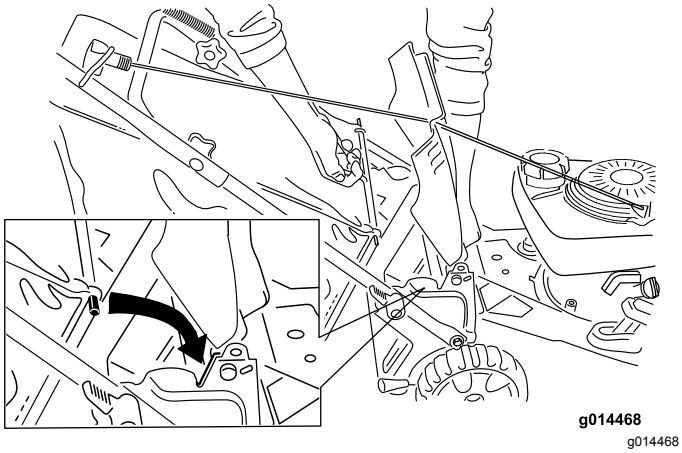

Bild 17
2. Halten Sie das Heckablenkblech hoch, setzen Sie den Fangkorb in die Kerben ein und senken das Heckablenkblech ab (Bild 17).